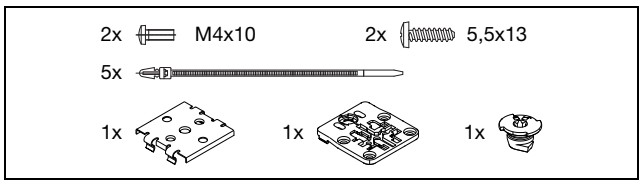

Fig. 1: Accessories provided
– Accessories provided (fig. 1)